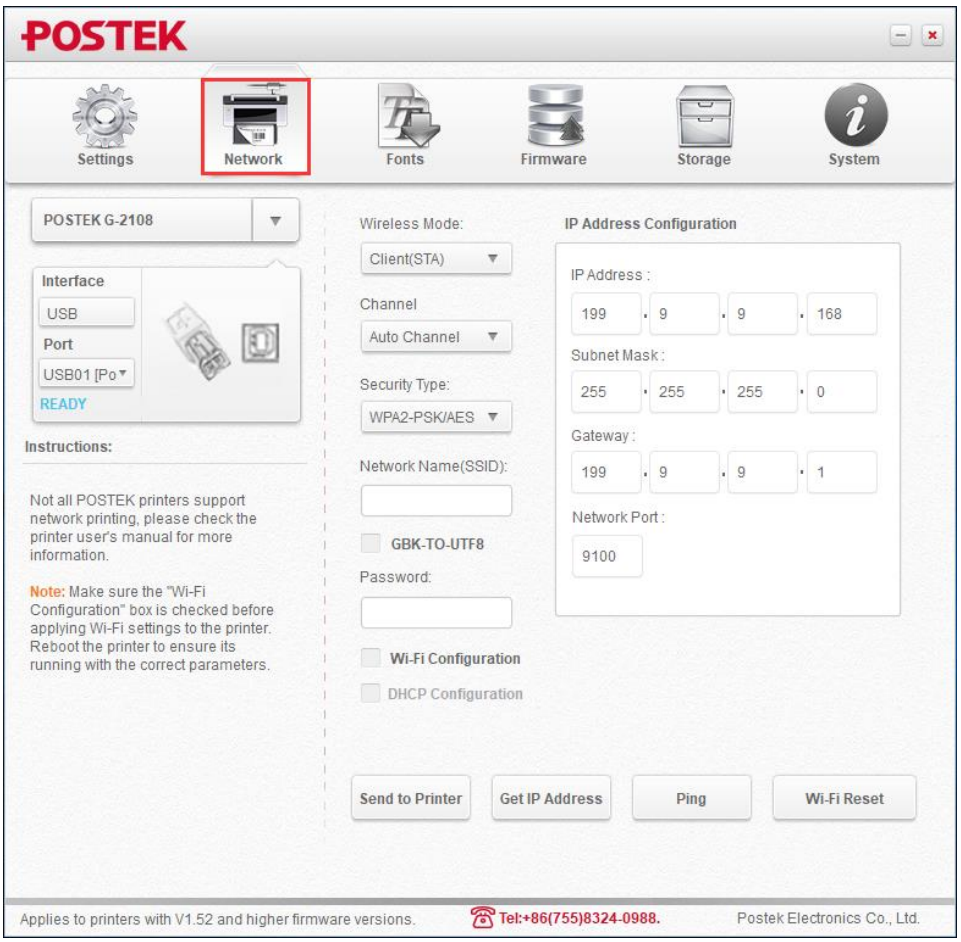

Figure 2-24 Open the Utility
4. Open the Utility software and click "Network", as shown in Figure 2-24.